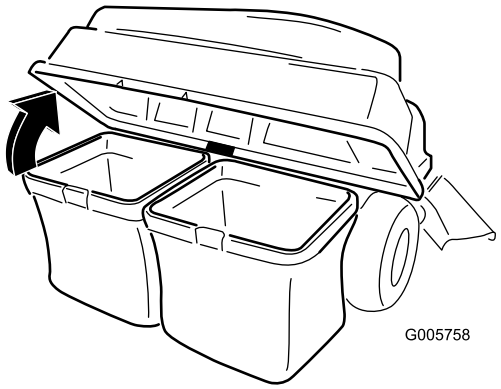

Figura 18
3. Abra (levante) la tapa del ensacador (Figura 18).